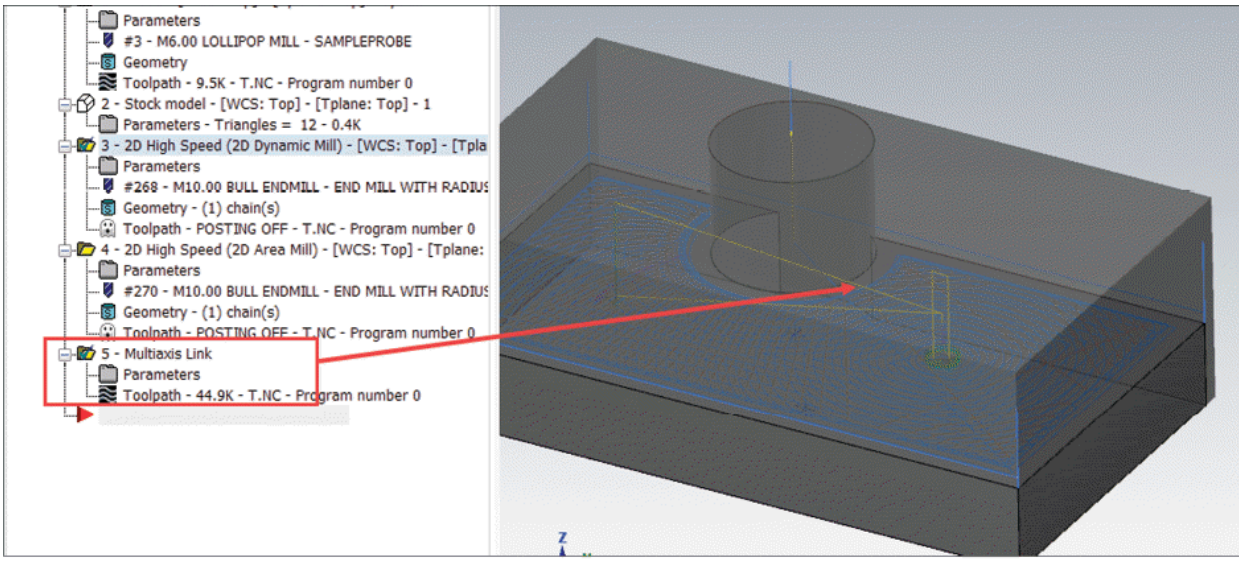

Figure-19. Multiaxis link toolpath
- After setting desired parameters, click on the **OK** button from the dialog box. The linking toolpath will be generated connecting end point of first toolpath with start point of next toolpath; refer to Figure-19.